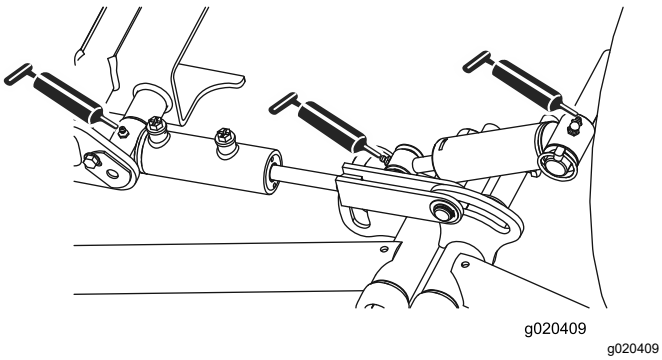

Figur 42
- Forreste løftearms drejetapper og løftecylindere (3 hver). Se Figur 42.